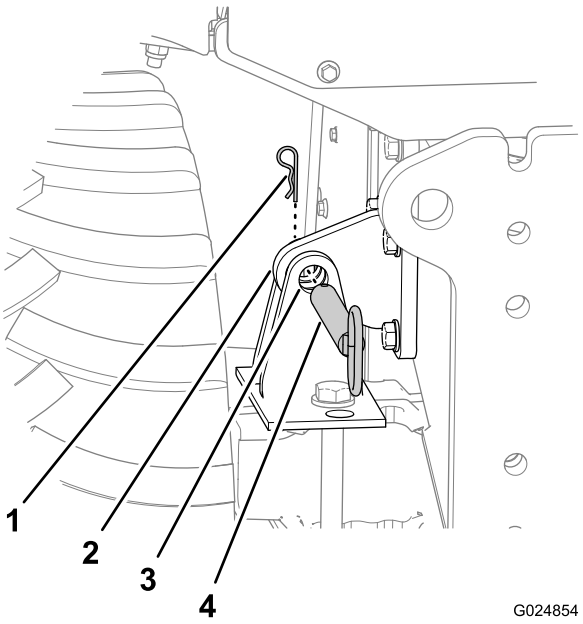

Rysunek 49
1. Wyjmij wsuwkę zabezpieczającą sworzeń blokady przechyłu we wsporniku blokady podwozia (Rysunek 49).
2. Wyjmij sworzeń blokady przechyłu z otworów we wsporniku blokady podwozia i wsporniku blokady osi (Rysunek 49).
1. Za pomocą przełącznika przechyłu ustaw otwór we wsporniku blokady podwozia w linii z otworami we wsporniku blokady osi (Rysunek 49).
4. Całkowicie włóż sworzeń blokady przechyłu przez poziome otwory we wsporniku blokady podwozia i wsporniku blokady osi (Rysunek 49).
5. Zabezpiecz sworzeń blokady przechyłu we wsporniku blokady osi za pomocą wsuwki (Rysunek 49).